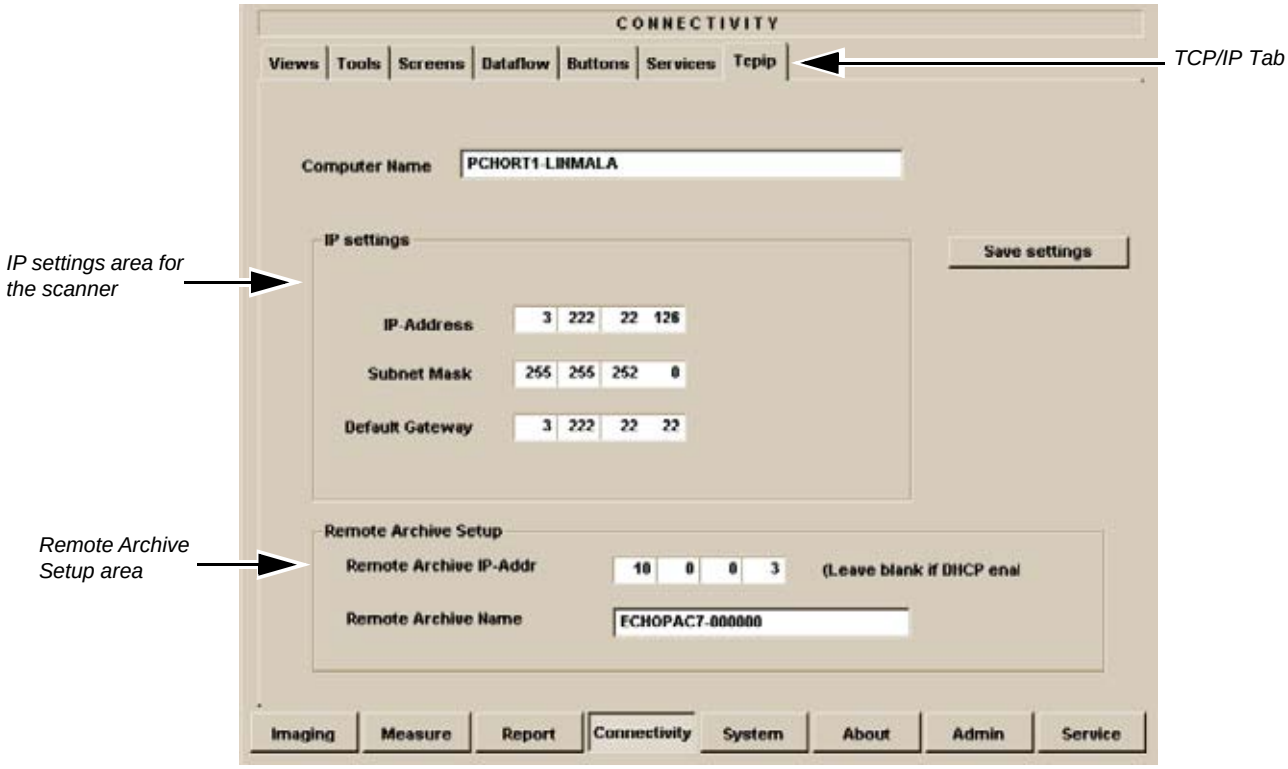

Figure 3-116 TCP/IP Set-up Screen, Overview
3.) Select the TCP/IP TAB (it is named Tcpip). (See example in Figure 3-116.)
In the Remote Archive Setup area of the screen (see example in Figure 3-116.), enter the;